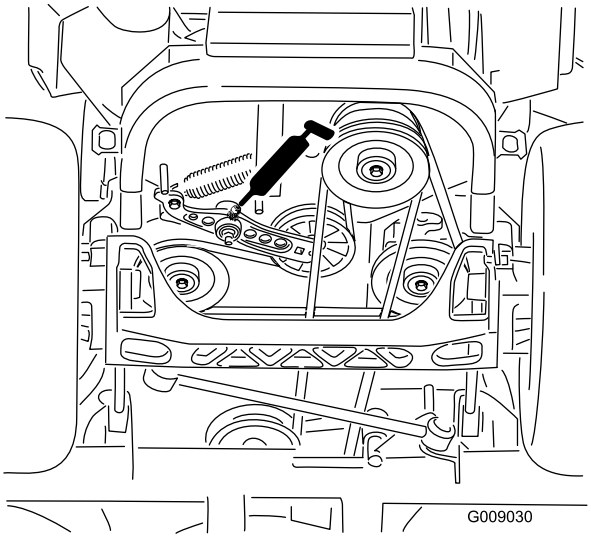

Figur 44
5. Smörj drivremmens mellandrevsarm (Figur 44).